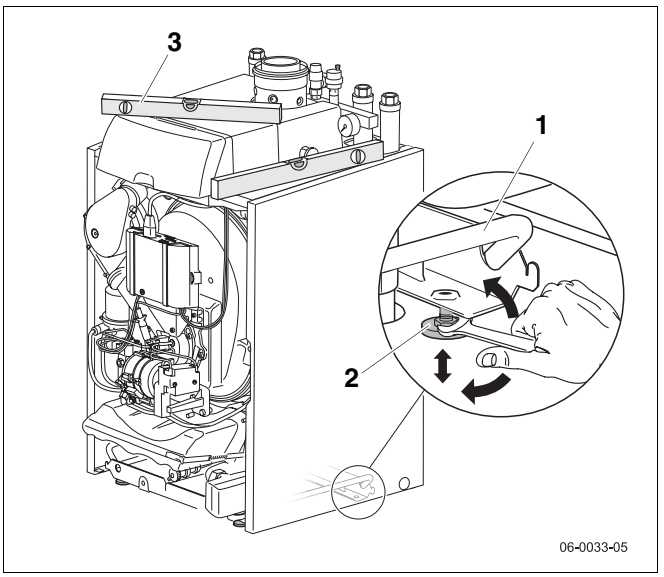

Bild 15 Heizkessel mit Fußschrauben und Wasserwaage ausrichten
Mit Hilfe der Fußschrauben (Bild 15, **Pos. 2**) können Sie eventuelle Unebenheiten des Fundaments beziehungsweise der Aufstellfläche ausgleichen, um den Heizkessel auszurichten.
- Benutzen Sie die Hebehilfen (Bild 15, **Pos. 1**) am Grundrahmen, um den Heizkessel in seine endgültige Position zu bringen.
- Heizkessel mit Hilfe einer Wasserwaage (Bild 15, **Pos. 3**) in der Waagerechten und Senkrechten ausrichten, damit sich keine Luft im Heizkessel sammeln kann (Bild 15).